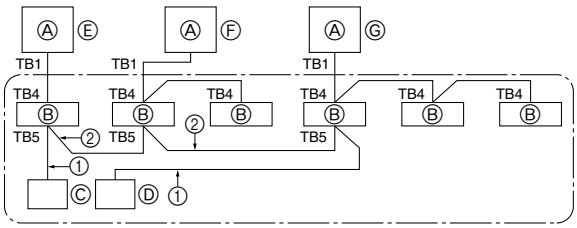

Fig. 10-1
① Mettre sous tension (coupe-circuit).
② Une fois la vanne d'arrêt de gaz fermée, activer le commutateur SWP sur la carte de commande de l'appareil extérieur. Le compresseur (appareil extérieur) et les ventilateurs (appareils intérieur et extérieur) s'enclenchent et la récupération du réfrigérant commence. Les témoins DEL 1 et 2 de la carte de commande de l'appareil extérieur s'allument.
③ L'appareil s'arrêtant automatiquement deux à trois minutes après la récupération de réfrigérant (témoins DEL 1 et 2 allumés), veiller à fermer rapidement la vanne d'arrêt de gaz. Lorsque les témoins DEL 1 et 2 sont allumés et que l'appareil extérieur est arrêté, ouvrir la vanne d'arrêt de liquide au maximum et répéter l'étape ② après trois minutes.
④ Mettre hors tension (coupe-circuit).
10. Contrôle du système (Fig. 10-1)